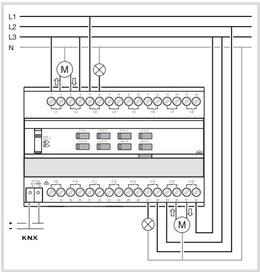

Bilde 2: Koblingsskjema
- Koble til last tilsvarende figuren (bilde 2) på utgangene til apparatet.
- Koble til drevene iht. figuren (bilde 2). Derved må en bruke samme fase (ekstern leder).